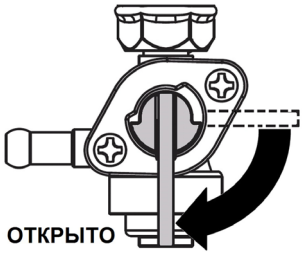

Рис. 12 Рычаг топливного крана
3. Откройте топливный кран переводом рычага в вертикальное положение (Рис. 12).